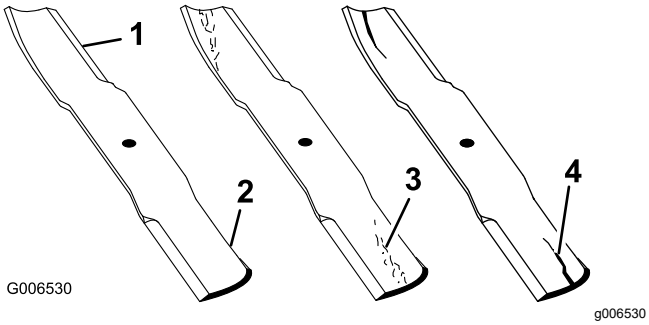

Figur 73
1. Undersøk kniveggene (Figur 73).
4. Hvis du finner sprekker, slitasje eller ser at det begynner å dannes spor i denne delen av kniven, må den skiftes ut øyeblikkelig (Figur 73).